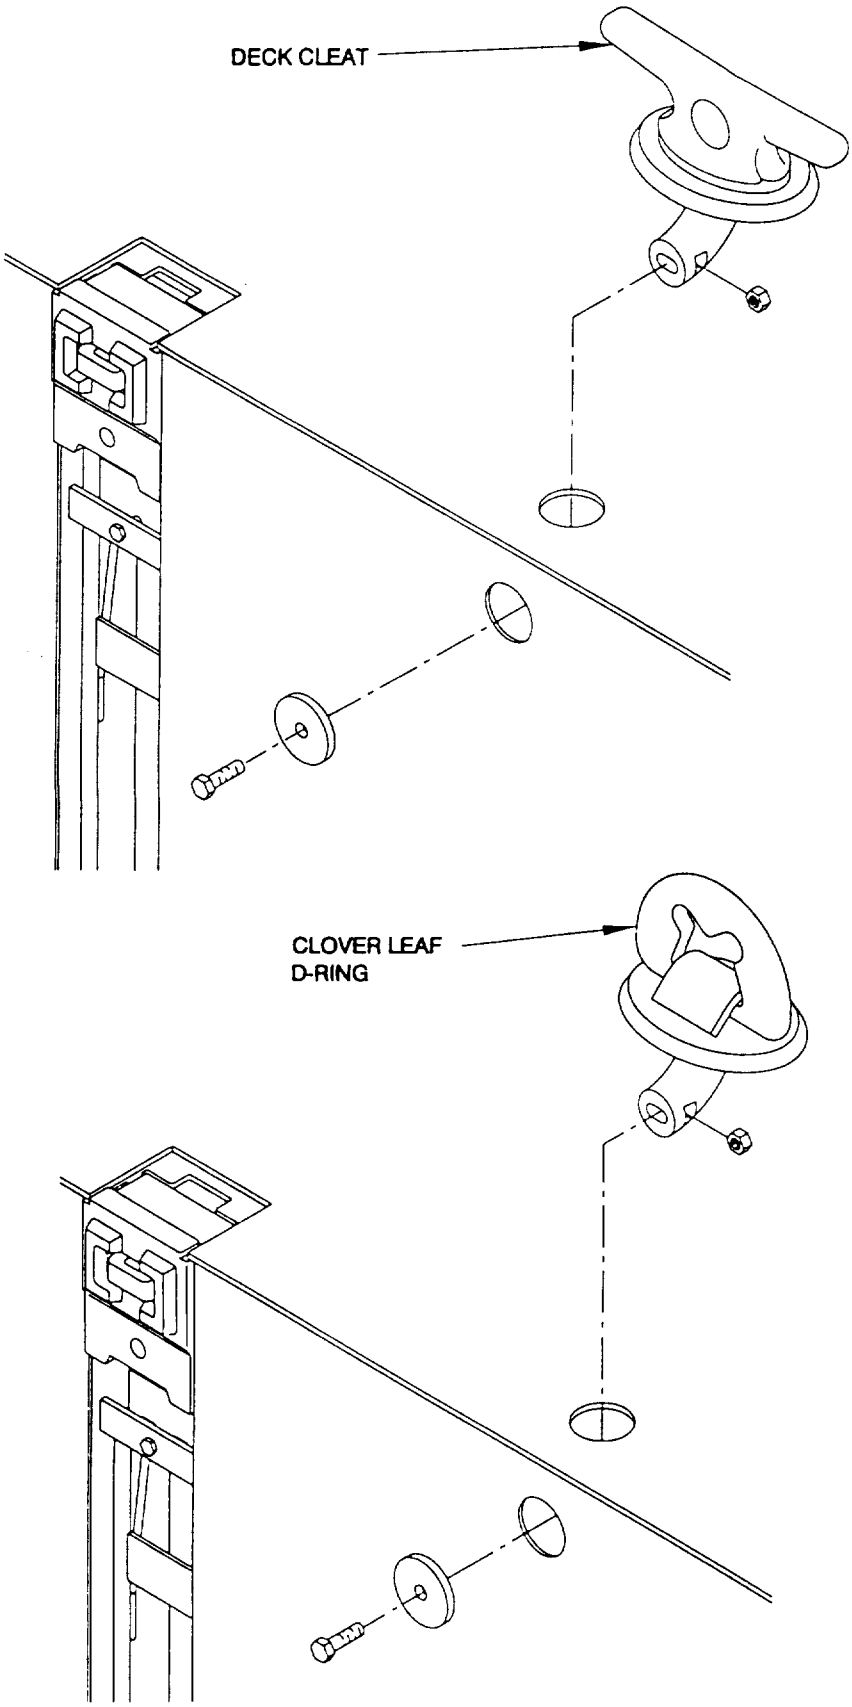

Figure 3-3. Removal of Deck Fittings.
a. Remove deck fittings by loosening with adjustable wrench and remove bolt, washer, deck fitting and nut as shown in (Figure 3-3).